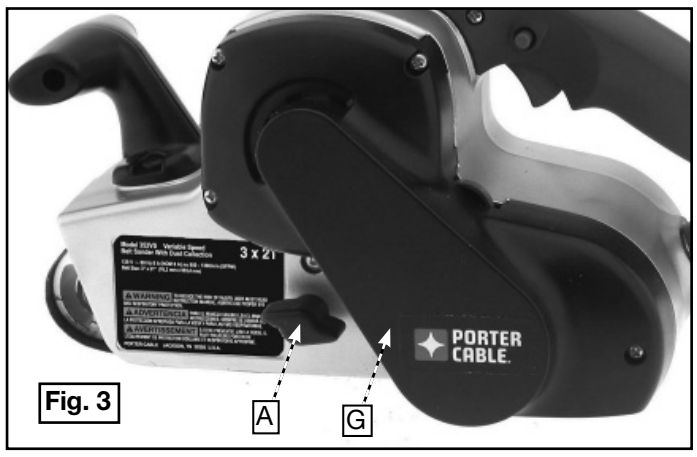

Fig. 3
⚠CAUTION To reduce the risk of injury, check to see that the belt guard (G) Fig. 3 is in place, secured, and working correctly.
1. Turn the tool over. Hold the rear handle with the left hand so that the ring finger and the little finger rest on trigger (Fig. 3).
3. Turn the belt aligning screw (A) in either direction until the edge of the belt is even with the outer edge of the rear rubber-covered pulley. The edge of the belt will extend beyond the edge of the front pulley.